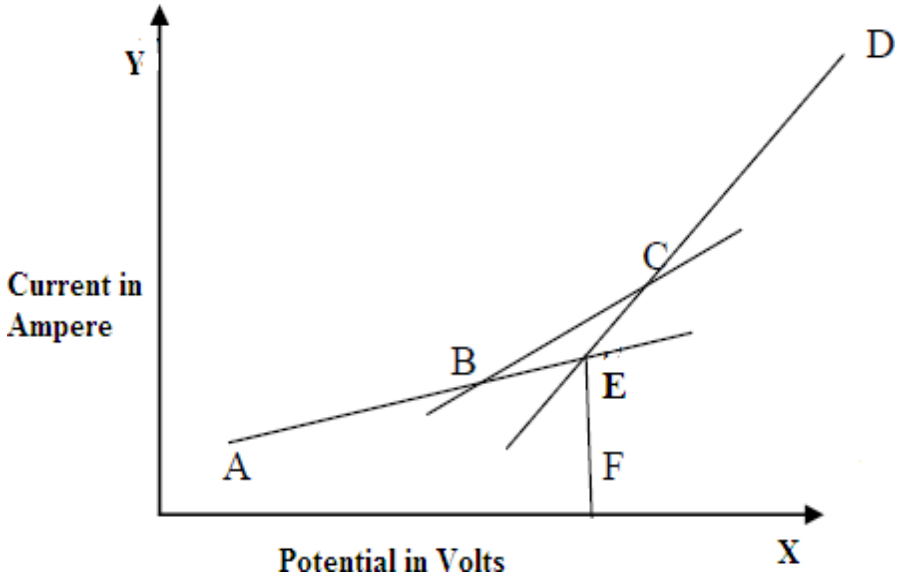

Fig3: Variationoffilamentcurrentwithappliedvoltage.
To find the value of ionization potential the two straight portions AB and CD of the graph are produced to meet at a point E. If we draw a perpendicular EF on the X-axis, then OF represents the ionization potential as shown in figure 3.
4. Taking the plate voltage along the x-axis and plate current along the y-axis plot a graph between plate current and plate voltage as shown in fig 3. Draw the straight line AB between the first few points and the straight line CD between the last few points and produce AB and DC to meet at E. Draw EF perpendicular to the X-axis, then OF gives the value of the ionization potential of mercury.